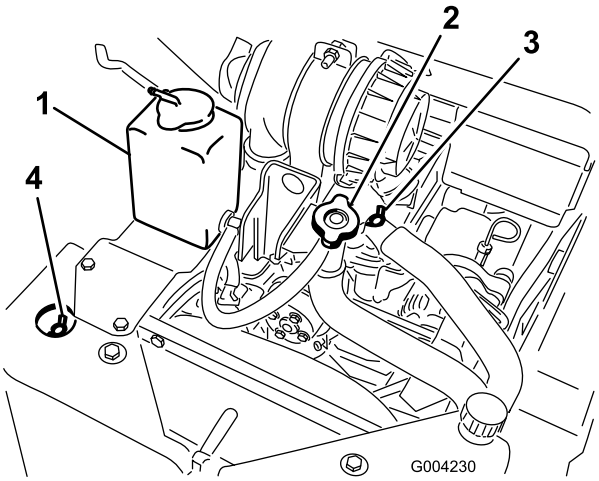

**Figur 21**
A. Ta bort kylvätskepåfyllningslocket (Figur 21).
B. Öppna den främre och den övre avluftarventilen (Figur 21).
C. Fyll på kylvätska genom påfyllningsröret tills vätskan börjar rinna ut genom den främre avluftarventilen (Figur 21).
D. Stäng den främre avluftarventilen (Figur 21).
E. Fyll på kylvätska genom påfyllningsröret tills vätskan börjar rinna ut genom den övre avluftarventilen (Figur 21).
F. Stäng den övre avluftarventilen (Figur 21).
G. Fyll på kylvätska genom påfyllningsröret tills kylvätskenivån når upp i påfyllningsröret (Figur 21).
H. Sätt tillbaks påfyllningslocket (Figur 21).
I. Fyll på kylvätska i expansionstanken tills vätskan når upp till markeringen Full på tankens sida (Figur 21).